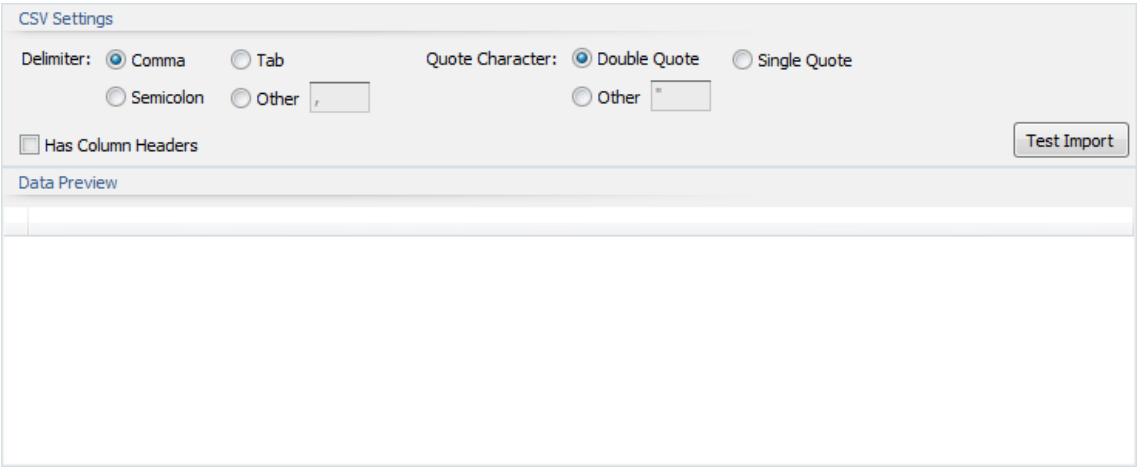

Figure 84
4. The CSV settings dialog window will appear (*Figure 84*). Click